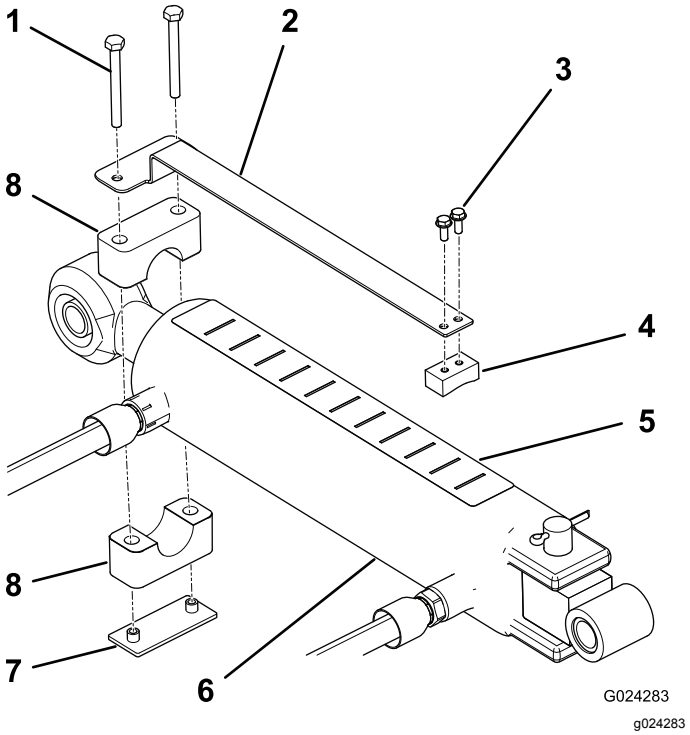

Figur 8
1. Monter dybdemåleren til den flate siden av glideblokken med to maskinskruer (nr. 10 x ½ tomme) ved å plassere komponentene som vist i Figur 8.
2. Bruk rørklemmen, sveiseplaten og to skruer (¼ x 2½ tomme) for å montere dybdemåleren løst til stangenden på toppleddsylinderen (Figur 8). Påse at klemmene er såpass løse slik at de kan roteres til ønsket posisjon.
4. Fest dybdemerket øverst på sylinderen på et sted som er synlig for føreren og ikke er i veien for hydraulikkslanger eller andre ting (Figur 8). Innrett enden av merket med bokstaven «J» mot luftemaskinen.